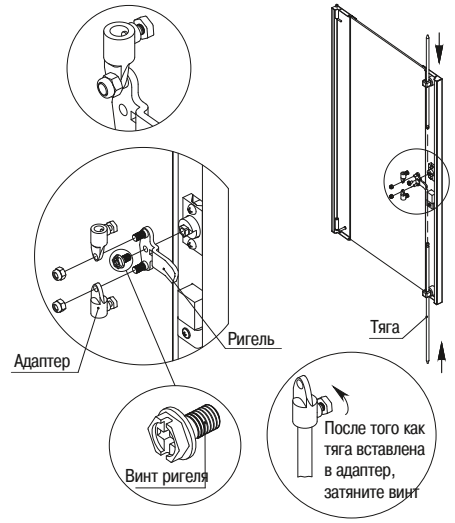

Рисунок 13 – Сборка дверей
3.4.3 Закрепите ригель на замке с помощью болта. Наденьте адаптеры на стержни ригеля, закрепите гайками. Вставьте тяги в адаптеры, притяните болты на адаптерах (рисунок 13).